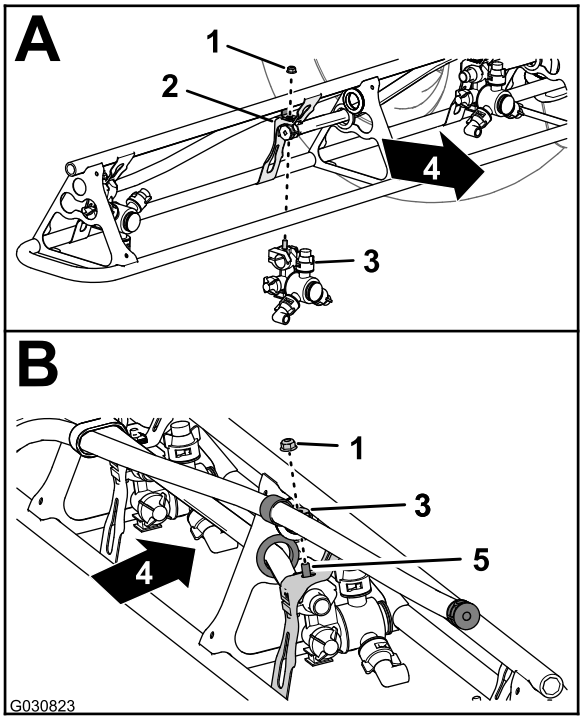

Figuur 130
- Monteer aan spuitdoplocaties 1 en 4 de spuitdop op de spuitdopbeugel (A in Figuur 130); gebruik hierbij de flensborgmoer (5/16") die u verwijderd hebt in stap 2 van De spuitdoppen van de buitenste spuitbomen verwijderen (bladz. 53).
- Monteer aan spuitdoplocaties 2 en 3 de spuitdop op de spuitdopbeugel (A en B in Figuur 130); gebruik hierbij de flensborgmoer (5/16") die u verwijderd hebt in stap 2 van De spuitdoppen van de buitenste spuitbomen verwijderen (bladz. 53).